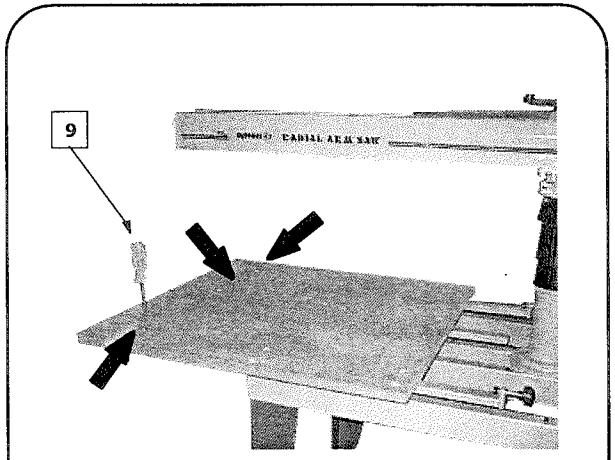

Fig. 8
14. Tramite il cacciavite a stella (**9**) rimontare le rimanenti 3 viti e rondelle Fig. 8.
14. Using the screwdriver (**9**) refit the remaining 3 screws and washers Fig. 8.